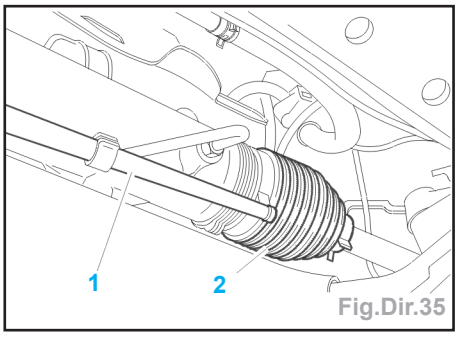

Fig.Dir.35
- Désaccoupler la rotule de direction à l'aide de l'extracteur [3] (extracteur de rotule ref.0709).
- Déboîter le tuyau (1) du soufflet (2) (Fig.Dir.35).